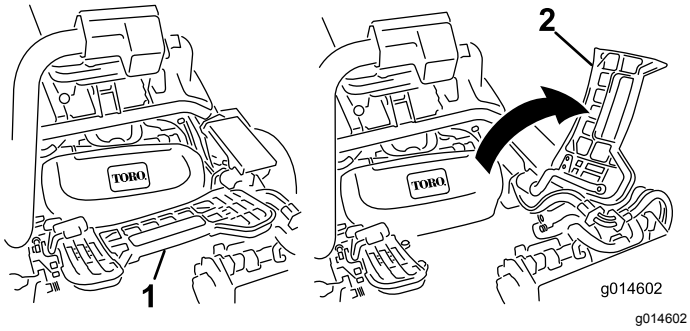

Rysunek 28
1. Unieś podnóżek i odchyl go do pozycji otwartej w celu uzyskania dostępu do centralnego zespołu tnącego (Rysunek 28).